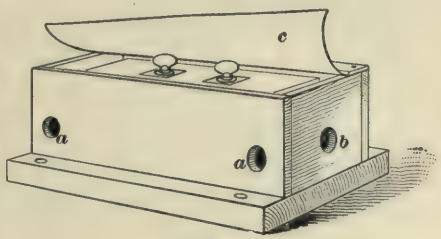
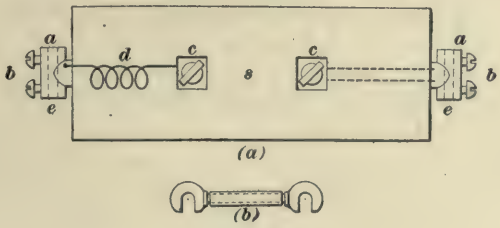

FIG. 43.
FIG. 44.
**39. The General-Electric Fuse Box.**—Figs. 43 and 44 show one form of General-Electric fuse very much used. In Fig. 43, holes *a*, *a* are two holes through which the trunk wire passes into and out of the fuse box; on each end of the box is a hole *b* through which a screwdriver may be put to loosen or tighten screws *b*, *b*, shown in Fig. 44 (*a*); *c* is a raw-hide flap which serves as a weather protector. A substantial lid is unnecessary on this fuse box, because the presence of a magnetic blow-out coil, *d*, Fig. 44 (*a*), allows very little arcing when a fuse blows.
Fig. 44 (*a*) shows the member which fits into the wooden case shown in Fig. 43; *a*, *a* are two lugs provided with holes *c*, *c* to take the ends of the trunk wire, and screws *b*, *b* to secure the wire in place; *c*, *c* are also two lugs provided with thumb-screws to take such a special fuse wire as is shown in Fig. 44 (*b*). This special fuse with terminals and made of regular fuse wire is not necessary, as almost any fuse wire can be secured